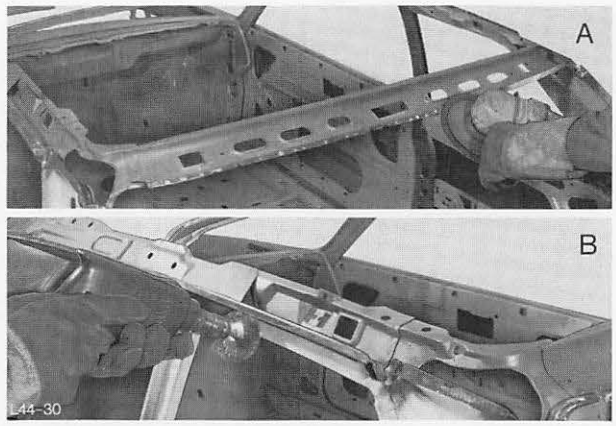

Abb. 27 A = Schweißpunkte abschleifen
6. Auflagefläche (Punktflansche) für das Neuteil von beiden Seiten putzen und richten, Abb. 27.